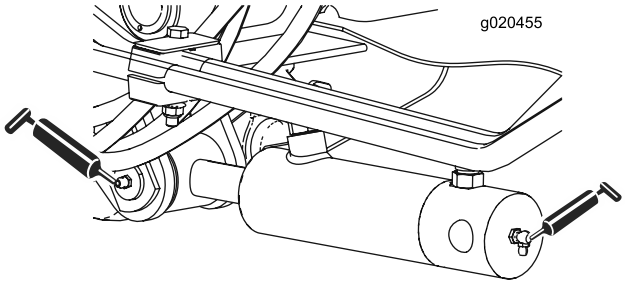

Figur 40
- Två lyftarmcylinderbussningar (vardera sida) (Figur 40)